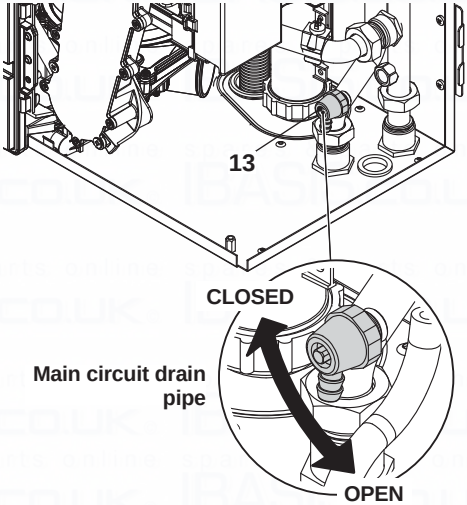

Fig. 9.5
- Loosen the central heating drain cock 13indicated in Fig. 9.5.